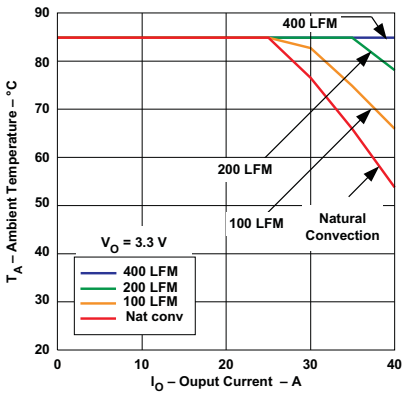
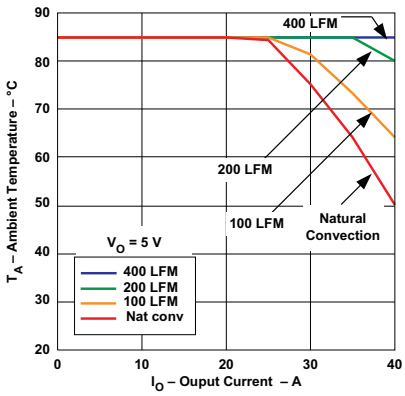

Figure 4.
Figure 5.
(2) The temperature derating curves represent the conditions at which internal components are at or below the manufacturer's maximum operating temperatures. Derating limits apply to modules soldered directly to a 100 mm × 100 mm double-sided PCB with 2 oz. copper and the direction of airflow from pin 10 to pin 22. For surface mount packages (AS and AZ suffix), multiple vias must be utilized. Please refer to the mechanical specification for more information. Applies to Figure 4 and Figure 5.